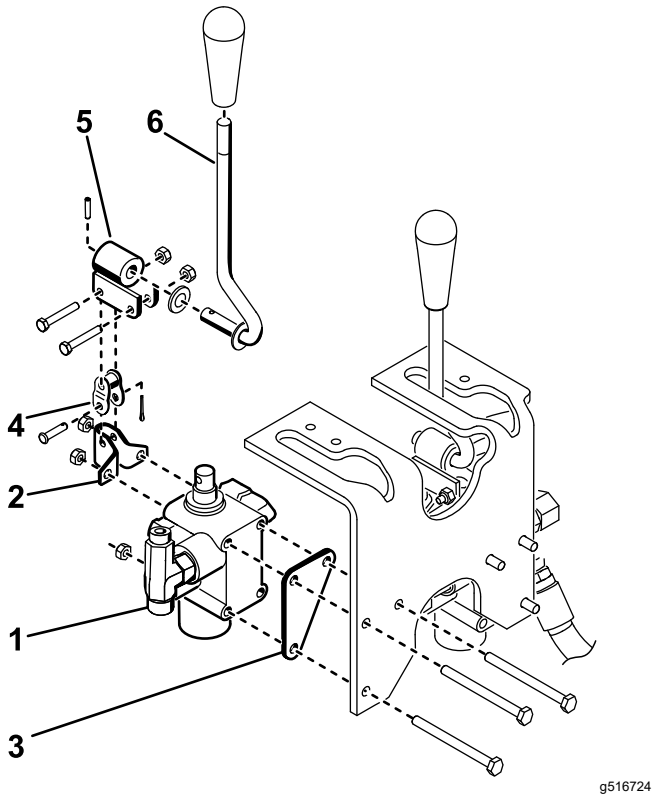

Figur 11
4. Monter ventilen, aksebeslaget og ventilskiven på rammen med tre bolte (¼" x 3") og tre låsemøtrikker (Figur 11). Placer ventilskiven mod fronten af vangen ved montering, og tilspænd fastgørelsesanordningerne med et moment på 10 til 12 N·m.
5. Monter drejearmen løst på ventilspolen og vinkelleddet med to bolte (nr. 10 x 1¼") og to låsemøtrikker (Figur 11).